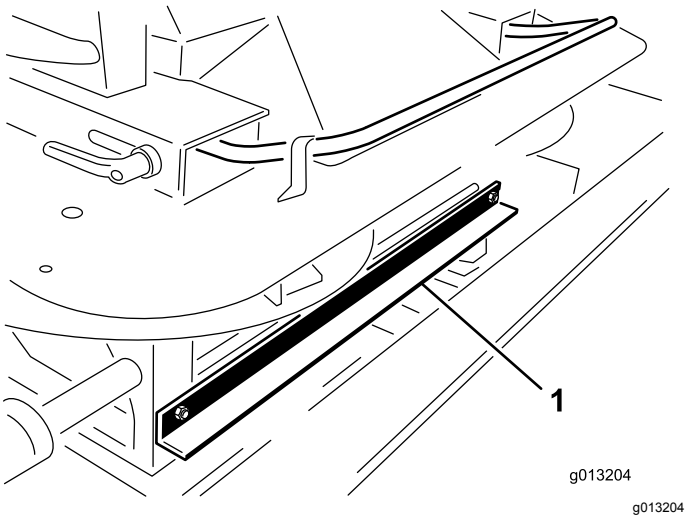

**Figur 4**
3. Foran på dobbeltspinneren fjerner du de to boltene og mutrene som fester maskinens løfteutstyrs transportbrakett til dobbeltspinneren (Figur 4).